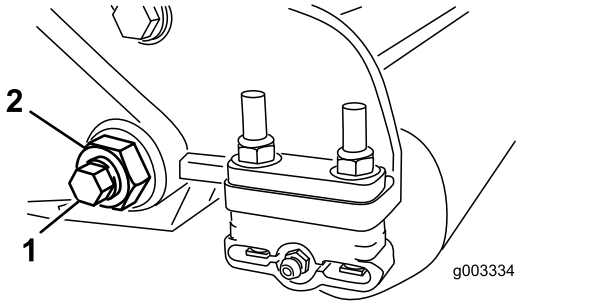

Figura 30
3. En cada lado de la máquina, afloje la contratuerca que fija el perno de la barra de asiento (Figura 30).
4. Retire cada perno de la barra de asiento, para poder tirar de la barra hacia abajo y retirarla de la máquina (Figura 30).